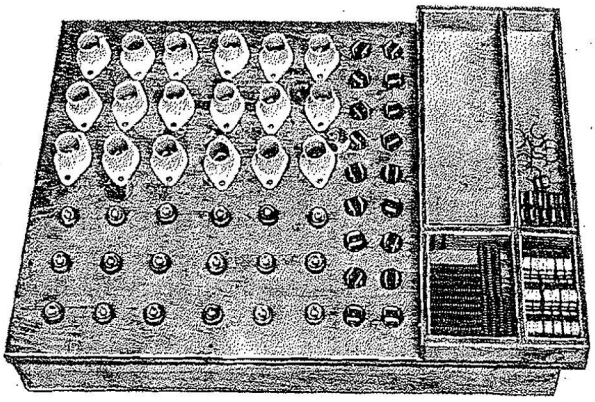

Figure 55—Valve Tappet Storage Box
b. Remove the loose-fitting valve tappet ball sockets and springs from all the valve tappets, turning the crankshaft, if necessary, to push the socket within reach. Place the ball sockets and springs in a box having eighteen individual compartments, one for each tappet and guide assembly, in order that the parts of each assembly may be kept together. Refer to Figure 55.